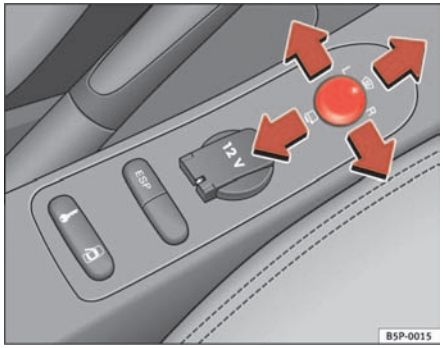

Fig. 90 Exterior mirror control
1. Turn knob ⇒ fig. 90 to position **L** (**left exterior mirror**).
– Turn the knob forwards to the central position ⇒ fig. 90 (1) so that the heated rear view mirrors heat up and the heated windscreen* in the wiper blade rest area is operational ⇒ page 120.
– Turn the control ⇒ fig. 90 to position to fold in the exterior mirrors. You should always fold in the exterior mirrors if you are driving through an automatic car wash. This will help prevent damage.